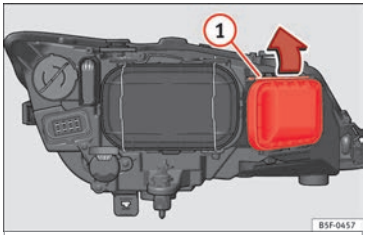

Fig. 108 Lámpara de luz de carretera.
– Desplace el tirante ››› fig. 108 (1) en el sentido de la flecha y saque la tapa.